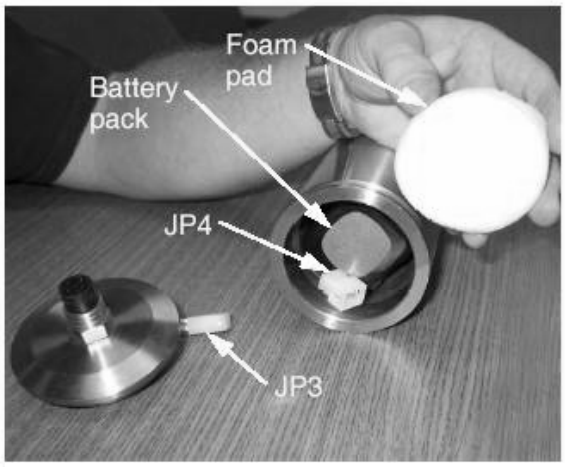
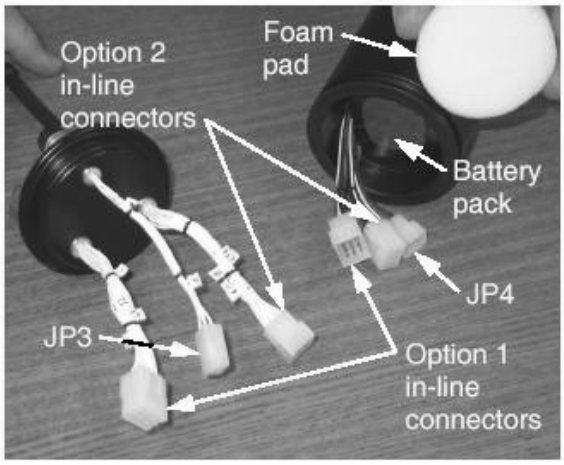

**Figure 4: Disconnecting the JP3 and JP4 In-Line Connectors**
**Figure 5: Disconnecting the JP3 and JP4 In-Line Connectors with Optional Connectors**
4. Disconnect the in-line connectors JP3 and JP4 and remove the foam pad as shown in Figure 4, exposing the battery pack. If the Option 1 and Option 2 connectors are installed, refer instead to Figure 5.
**Note:** The Option 1 and Option 2 in-line connectors in Figure 5 may look different depending on your unit.